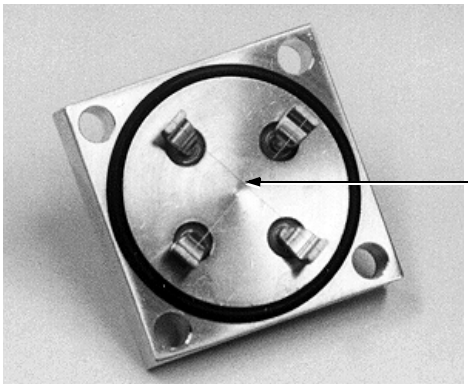

Figure 5-50 Button TC
1. Carefully place the O-ring onto the Button TC (Figure 5-50).